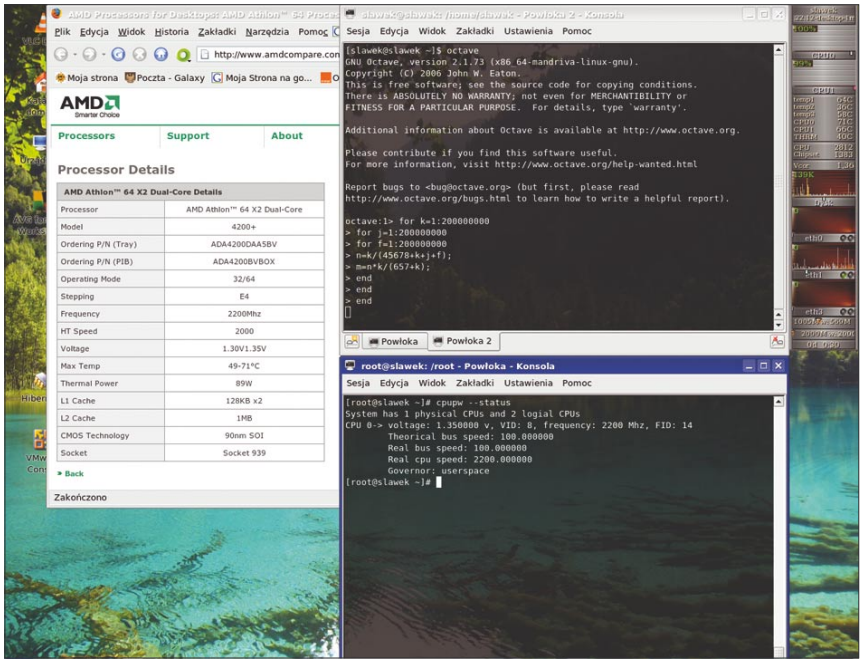

Rysunek 1. Maksymalne obciążenie procesora AMD Athlon 64 X2 4200+ w domyślnej konfiguracji, przy napięciu 1,35 V przy częstotliwości 2200 MHz
- procesor: AMD Athlon 64 X2 Dual Core 4200+ ADA4200DAA5BV (dokładne dane – patrz Rysunek 1),
Zużycie energii elektrycznej zostało zmierzone cyfrowym miernikiem elektronicznym DT9208A. Na początku zmierzono napięcie panujące w sieci (U=230V), a następnie wartość pobieranego prądu (I) przez komputer w wymienionej konfiguracji. Otrzymane wartości prądu zostały przeliczone na moc całkowitą ze wzoru P=U*I uwzględniającego pobór mocy czynnej (energii w watach) i biernej (którą można w przybliżeniu określić jako energię strat). Otrzymane wyniki okazały się zaskakujące. Komputer po starcie, przy włączonym oszczędzaniu energii i przy braku jakiegokolwiek wykorzystania mocy obliczeniowej zużywał 66,7 VA (≈W). Po uruchomieniu dwóch kopii programu *octave* (po jednym na każdy z dwóch rdzeni) i włączeniu skryptu obliczeniowego wykorzystującego całkowicie moc obliczeniową dwóch rdzeni, przy domyślnym napięciu rdzenia procesora, ustawionym za przez program *cpufreq* (domyślna polityka oszczędzania energii) wynoszącym 1,35 V zużywał 142,6 VA. (patrz Rysunek 1)
Po prawej stronie w programie *gkrellm* widać o ponad 20ºC niższą temperaturę pierwszego i drugiego rdzenia – CPU0 i CPU1, blisko o 1000 obrotów na minutę mniejszą prędkość obrotową wentylatora na procesorze – CPU – niż dla napięcia rdzenia 1,35 V (Rysunek 1).